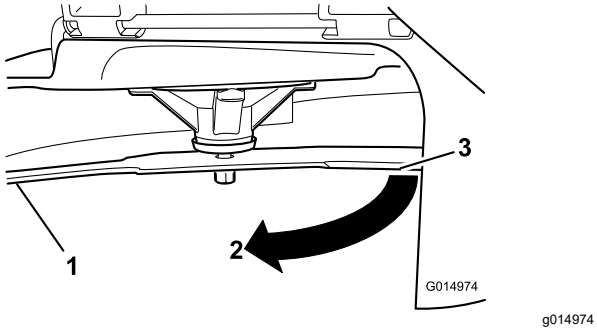

Figura 62
3. Distancia medida entre la cuchilla y la superficie (A)
4. Gire la misma cuchilla 180 grados de manera que el otro extremo esté en la misma posición (Figura 62).